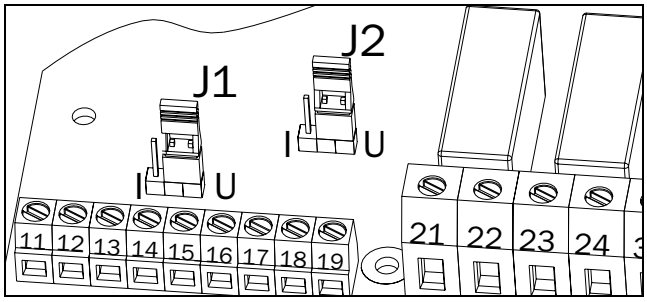

Fig. 52 Inställning av ström- eller spänningsutgång.
2. Sätt bygeln J2 på styrkortet i läge spänning (U) eller ström (I). Fabriksinställning är spänning (U). Se Fig. 52 på sidan 52 och Fig. 24 på sidan 28.